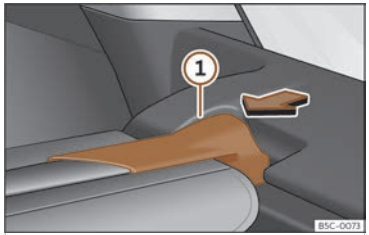

Fig. 189 Dans le coffre à bagages : démonter la plage arrière.
- Appuyez sur le support de la plage arrière ››› **fig. 189**① dans le sens de la flèche.
- Insérez le support de la plage arrière ››› **fig. 189**① dans le logement de l'autre côté.